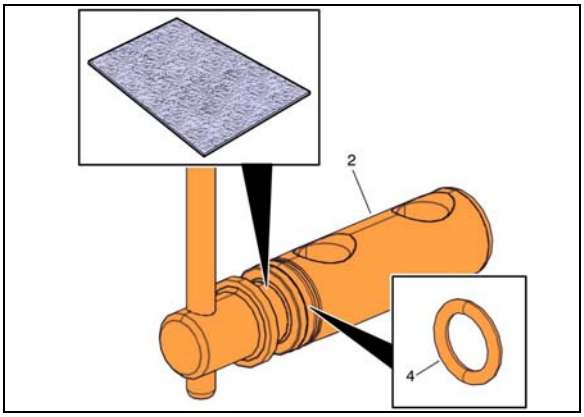

FIGURE 8: INSPECTER LE JOINT TORIQUE (4) ET LE CYLINDRE (2)
8. En utilisant un tampon de nettoyage abrasif, enlever tout débris et traces de corrosion sur le cylindre et dans le logement du cylindre (**FIGURE 8**).